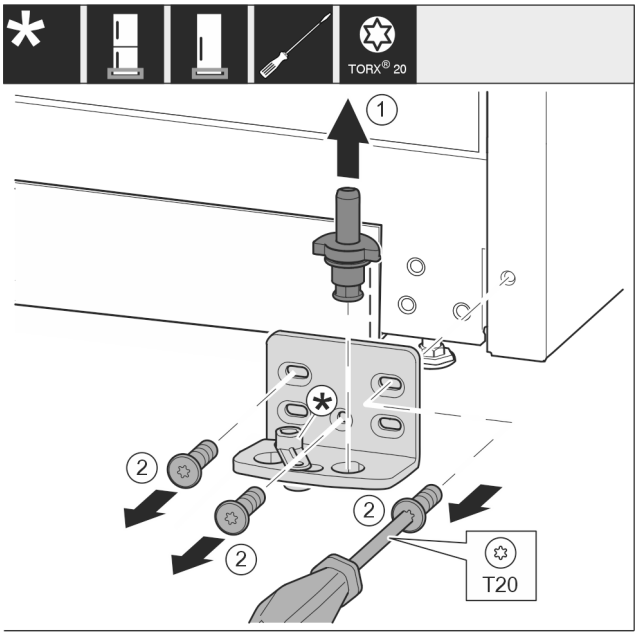

*Fig. 13*
▶ Ložiskový čep *Fig. 13 (1)* celý vytáhněte nahoru.
▶ Šroubovákem vyšroubujte šrouby *Fig. 13 (2)* a sejměte stojan ložiska.